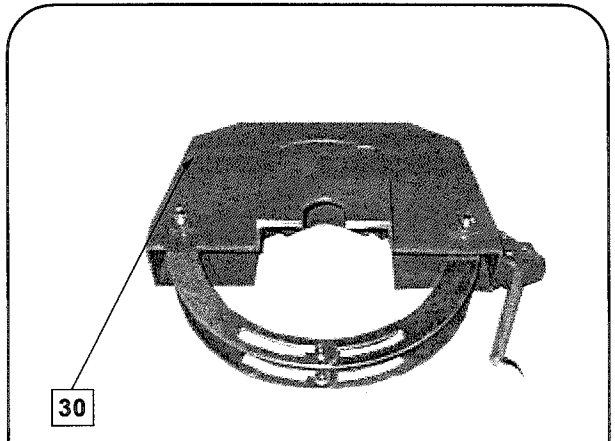

Fig. 19
25. Prendere il carter coprilama (**30**). Fig. 19.
24. Move the cutting unit to idle position (the unit must be moved to the end of its stroke towards the column) and connect the last coil of the reversal spring to the appropriate hook (**29**) on the cutting unit. Fig. 19.
25. Take the blade guard (**30**). See Fig. 19.